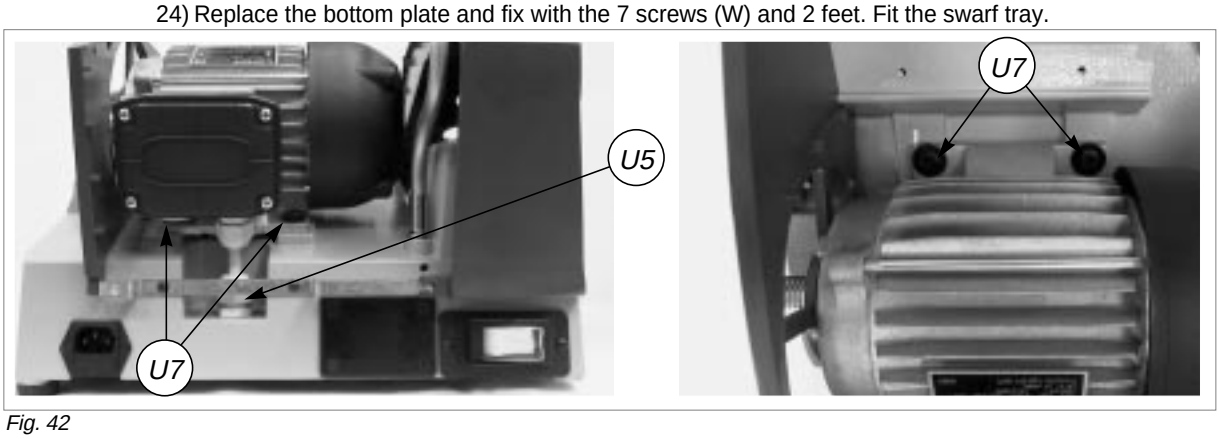

Fig. 42
10) Loosen the fairlead (U5) (fig.42).
12) Loosen the 4 fixing screws on the motor (fig.42) and remove, paying attention to the wire.